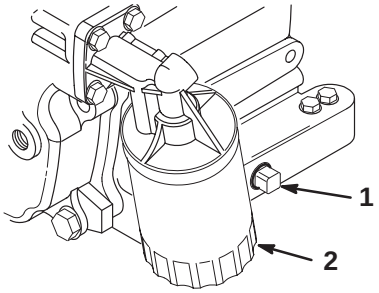

Figur 27
5. Ta bort avtappningspluggen (figur 27) och låt oljan rinna ner i ett kärl. Sätt tillbaka avtappningspluggen när oljan har slutat rinna.